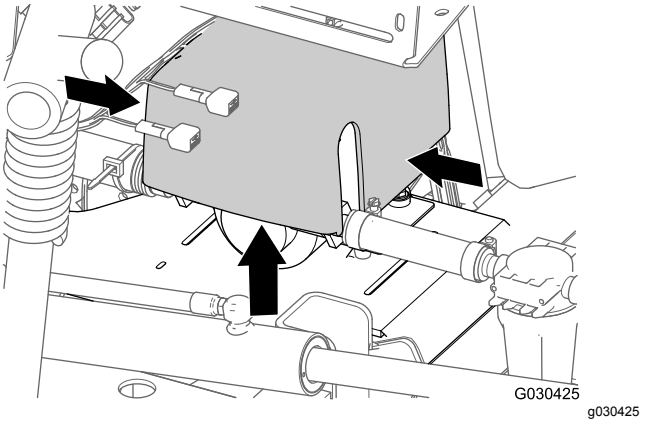

Figur 5
1. Tryck samman sidorna på sköljpumpskåpan på baksidan av maskinen, lyft upp kåpan tills dess flikar går fria från hålen i sätesplattan och ta bort kåpan från maskinen (Figur 5).